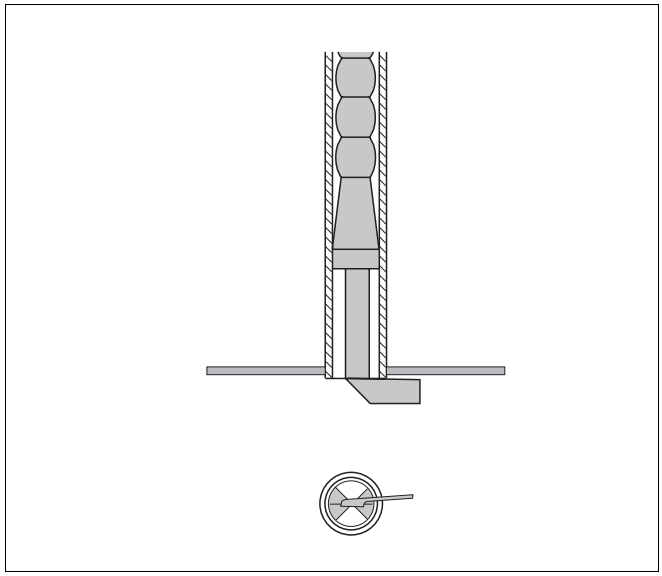

Fig. 49 Verifica dei turbolatori
- Verificate, se i turbolatori con i bordi d'arresto sono posizionati sul lato anteriore orizzontalmente rispetto ai tubi di scambio termico secondario (fig. 49).